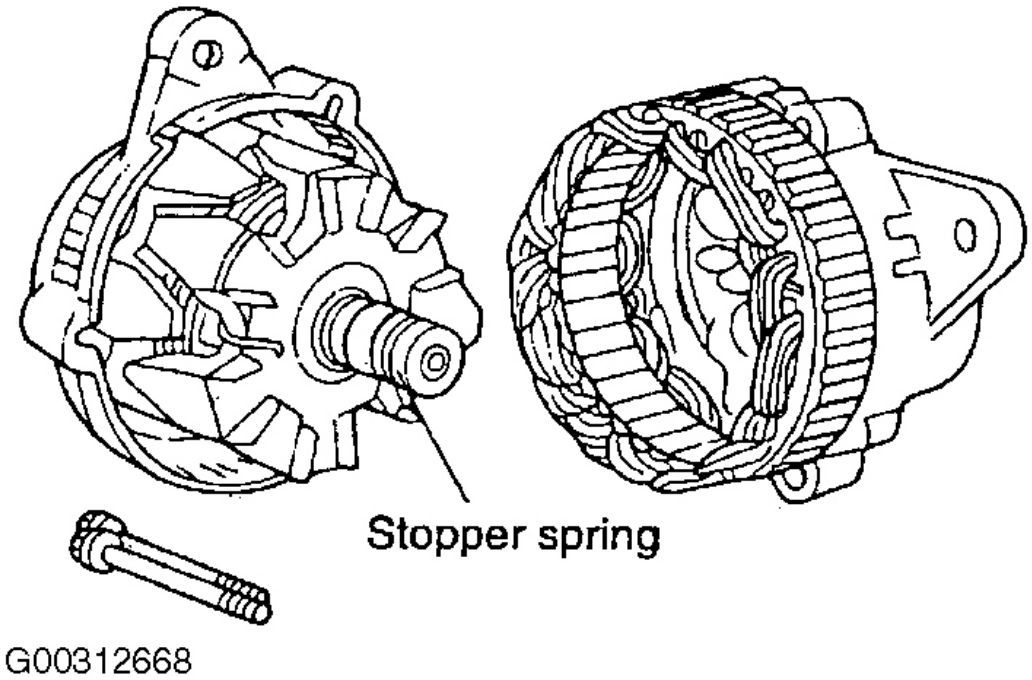

Fig. 10: Desmontar la polea, Rotor, y frontal de la carcasa
4. Colocar rotor en un tornillo de banco y aflojar la tuerca de seguridad, a continuación, desmontar la polea, rotor, y una cubierta frontal. Ver **La Fig. 10** .